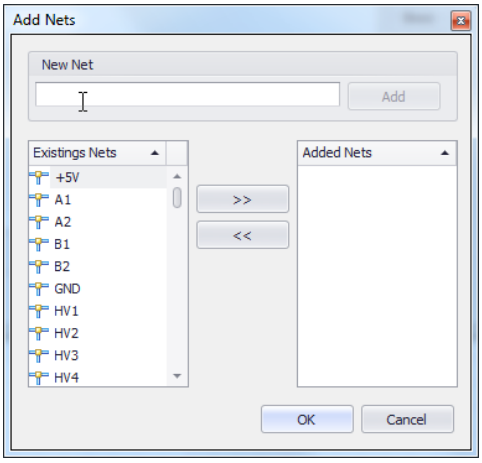

Рис. 507. Окно «Добавление цепей»
3. Нажать на кнопку «Добавить цепи», расположенную в центре верхней части окна редактора, после чего на экране отобразится окно «Добавление цепей», см. Рис. 507.